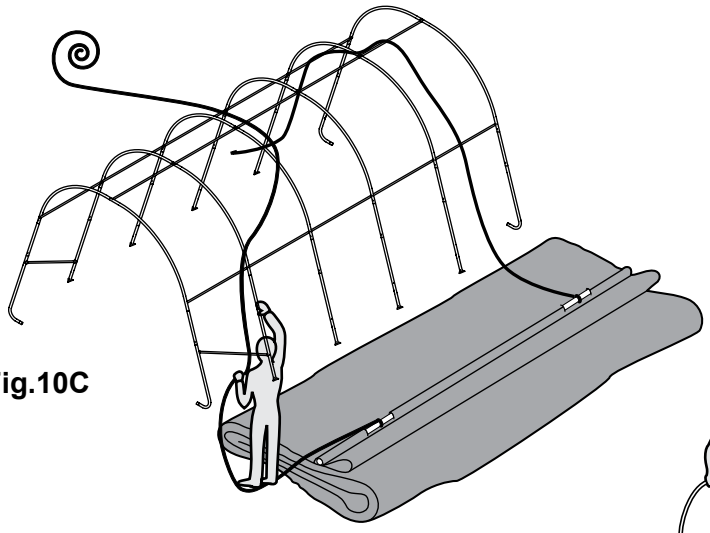

Fig.10C
C. Fixez une corde à chaque tuyau exposé, puis lancez l'autre extrémité de chaque corde par-dessus l'armature (fig. 10C).